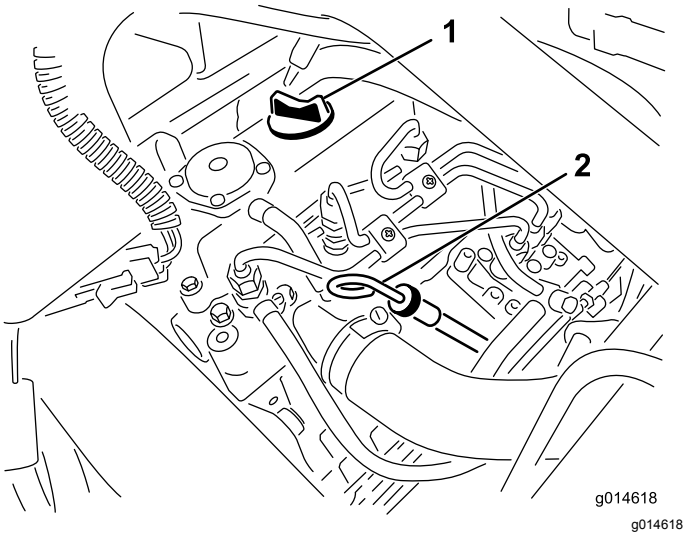

Rysunek 25
2. Wyjmij wskaźnik poziomu i wytrzyj go czystą szmatką (Rysunek 25).